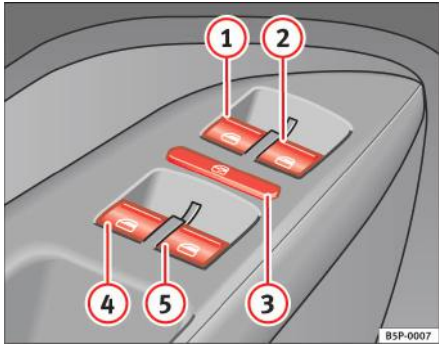

Fig. 67 Detaliu cu uşa şoferului: comenzile pentru geamurile din față şi din spate
Butoanele ⇒ pagina 114, fig. 67 (1) şi (2) au câte două niveluri pentru deschiderea şi închiderea geamului. Acest fapt facilitează deschiderea şi închiderea geamurilor în poziția dorită.